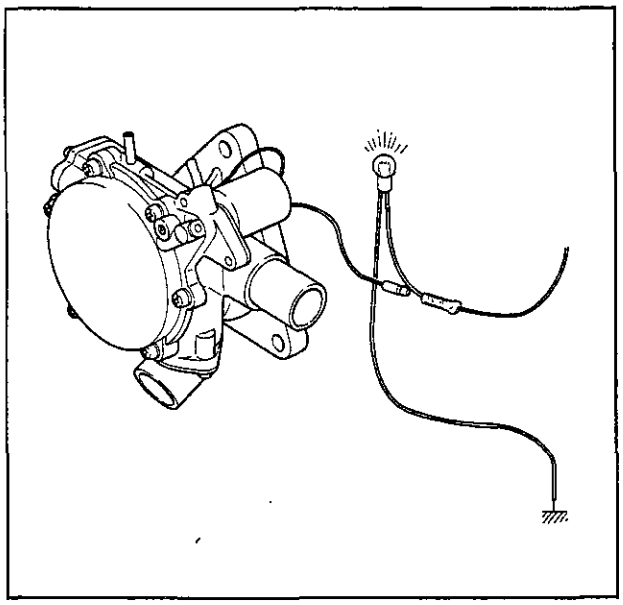

Fig. 1A–69 Connecting test lamp
2. Disconnect the air control valve lead and connect the test light as shown in Fig. 1A–69.